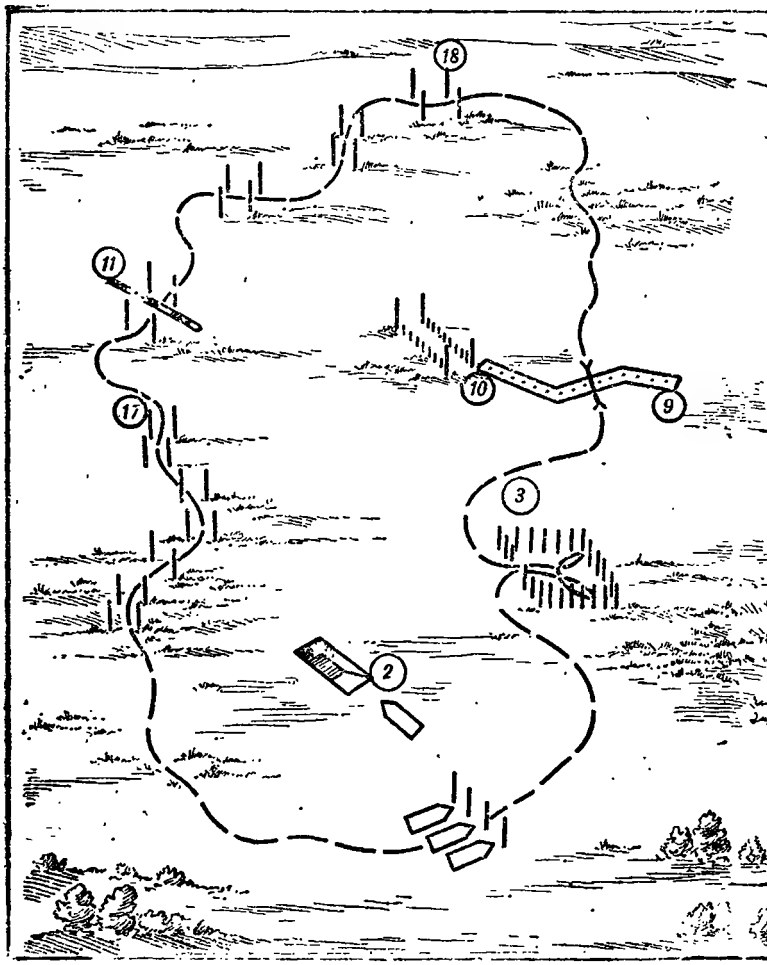

Рис. 25. Примерная схема маршрута по подготовительному упражнению № 3
Упражнения отрабатываются днем и ночью на маршруте протяженностью 4—5 км (рис. 25). Маршрут выбирается применительно к условиям рельефа местности и оборудуется следующими препятствиями: колейным проходом в минно-взрывном заграждении (9); прямым ограниченным проходом (10); железнодорожным переездом (11); габаритным двориком (3); проходом с обозначенными поворотами (17); ограниченным проходом с двойным поворотом на 90° (18).